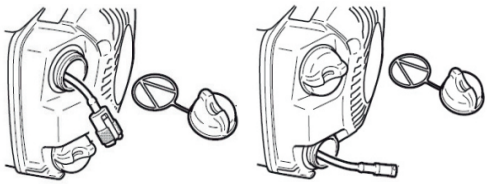

Рис. 16
Топливный и масляный фильтры находятся каждый в своем бачке, своевременно проводите их осмотр и замену. Для этого снимите крышку соответствующего бака и крюком из проволоки извлеките фильтр ❶ (Рис. 16). В случае загрязнения внутренней поверхности бака, промойте его чистым бензином и просушите.